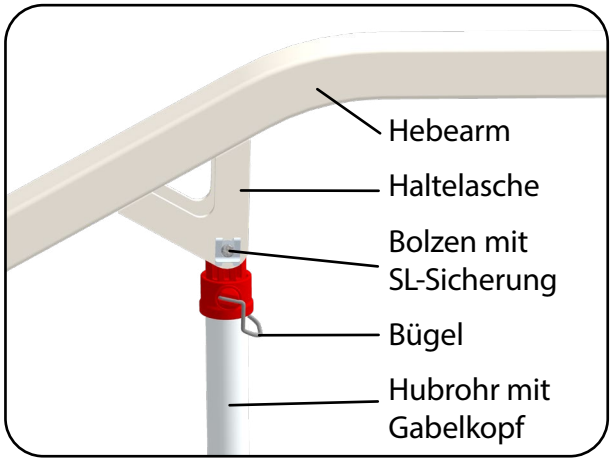

Abb. 6.2.05 – Montage des Hubantriebes
8. Heben Sie den Hebearm an und bringen Sie die Bohrung des Hubrohres (Gabelkopf) mit der Bohrung der Haltelasche deckungsgleich übereinander. Befestigen Sie den Hubantrieb an der Haltelasche des Hebearms durch Einstecken des Bolzens (Abb. 6.2.05).
9. Sichern Sie den Bolzen mit der SL-Sicherung. Schieben Sie hierzu die SL-Sicherung in die Nut am Ende des Bolzens. Dabei gleitet das gebogene Ende der Lasche über die Fase des Bolzens (Abb. 6.2.05).